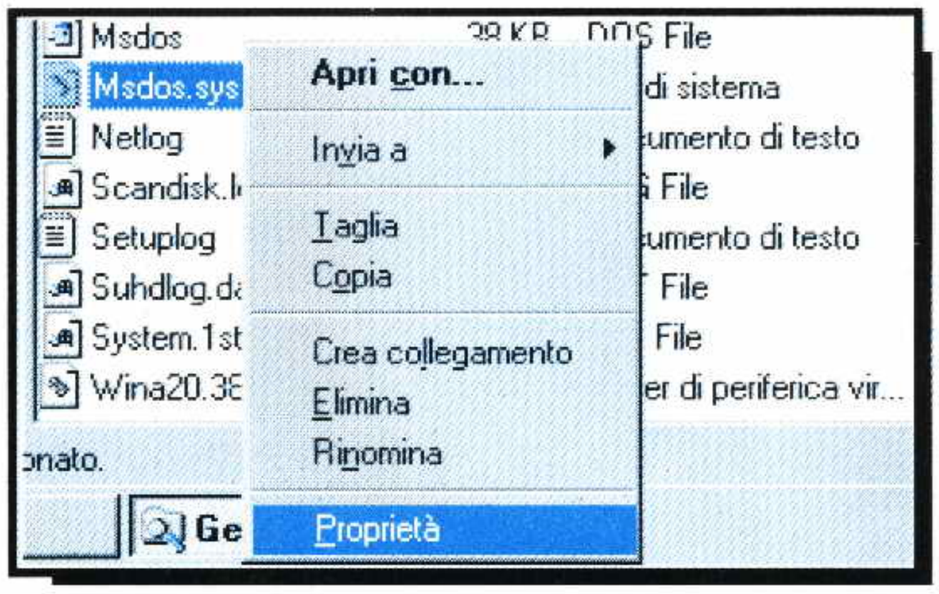
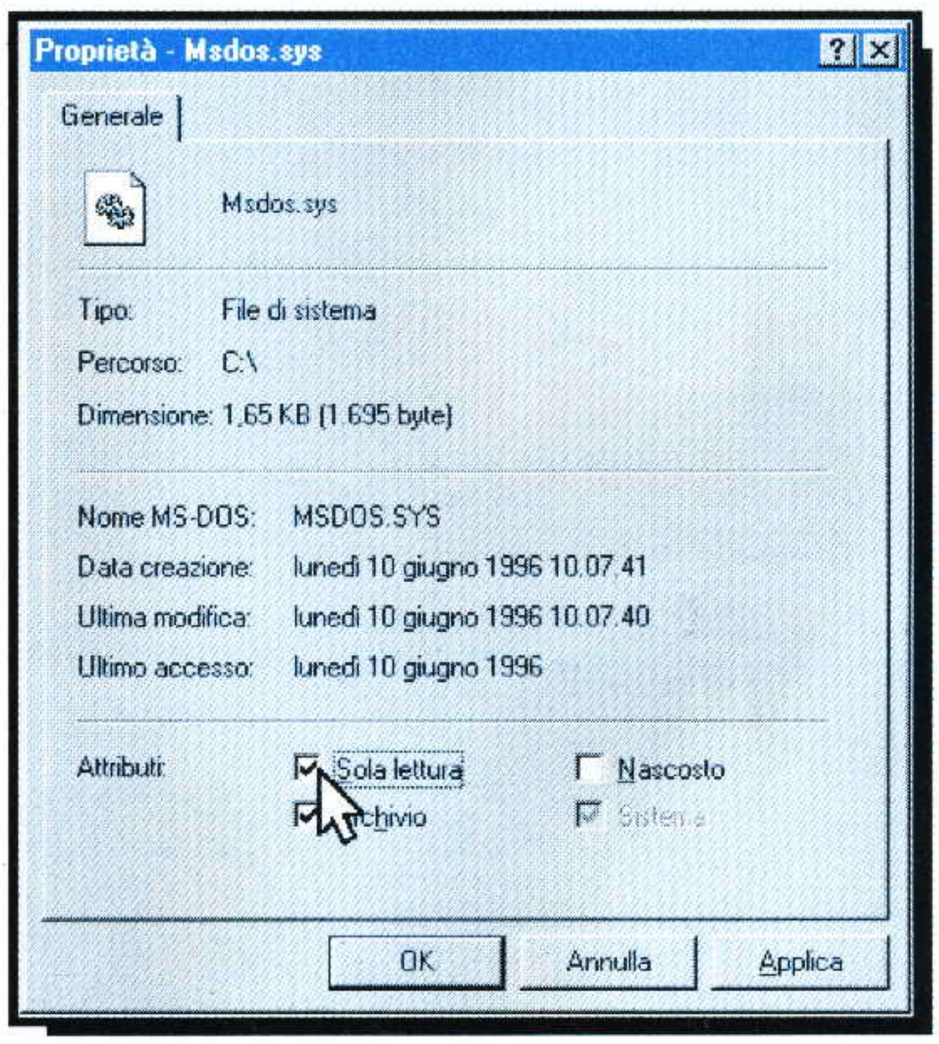
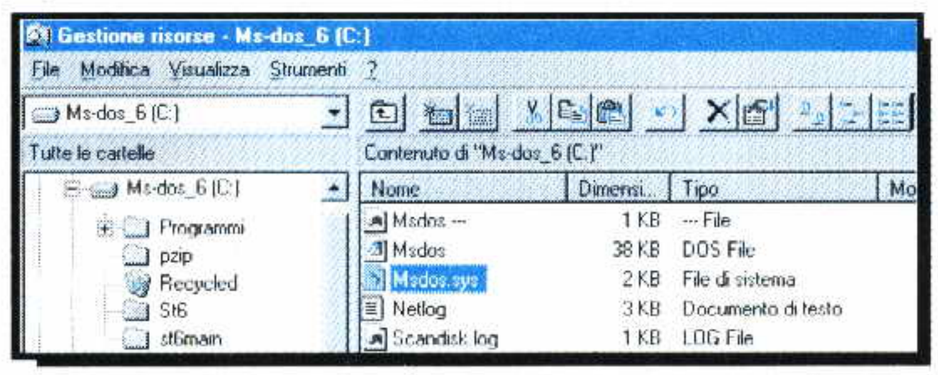

Fig. 17
Fig. 18
Fig. 19
– Nel menu che appare cliccate sulla scritta **Proprietà** (vedi fig.17) e quando appare la finestra di dialogo visibile in fig.18 controllate che **non** siano selezionate le opzioni **solo lettura** e **nascosto**, nel qual caso cliccate nelle rispettive caselle per togliere la selezione.
– Dopo questa verifica cliccate su **OK** (vedi fig.18) per tornare al file **MSDOS.SYS** (vedi fig.19) che sarà ancora selezionato e cliccate **due volte** ma con il tasto **sinistro** del Mouse.
– Siccome **MSDOS.SYS** oltre ad essere un file nascosto è un file di sola lettura, dovete cliccare una volta con il tasto **destro** del mouse sulla scritta **MSDOS.SYS** poi selezionare **Proprietà** (vedi fig.17).
– Nella finestra di dialogo che appare cliccate accanto alla scritta **sola lettura** per ripristinare questa opzione, poi cliccate su **OK** (vedi fig.18).